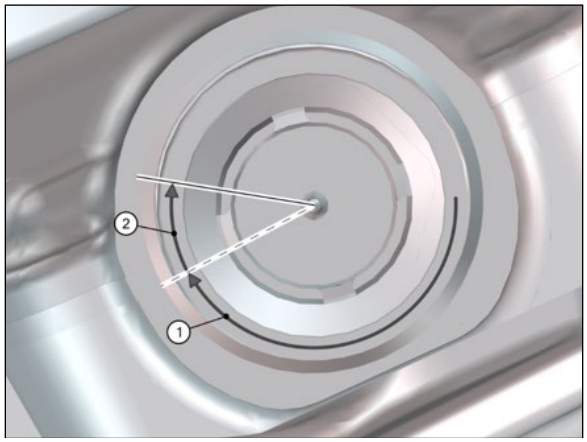

FIGURE 44
5. Remove the upper protective cover and torque tighten the upper nut on the king pin (refer to TORQUE TABLES) (see 1 on Figure 44).
6. Angle-tighten the upper nut 30 ± 5 degrees (½ spanner flat). Mark one of the nut corners in relation to the king pin (see 2 Figure 44).